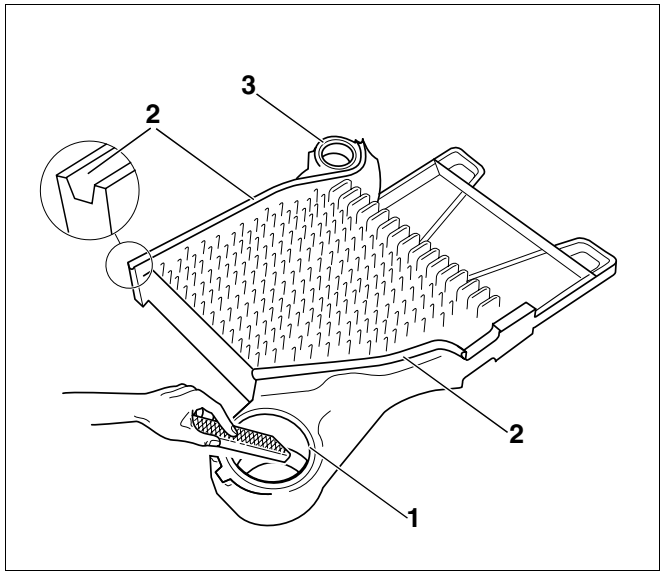

Afb. 6 Ketelnaven ontbramen
- Plaats het eindelement met de ribben naar boven op de vloer (afb. 6).
- Reinig de ketelnaven (afb. 6, **pos. 1** en **3**) met schuurpapier en een doek.
- Vijl de eventueel aanwezige bramen aan de ketelnaven (afb. 6, **pos. 1** en **3**) af.
- Reinig de afdichtinggroeven (afb. 6, **pos. 2**) eventueel met een stalen borstel en een doek.